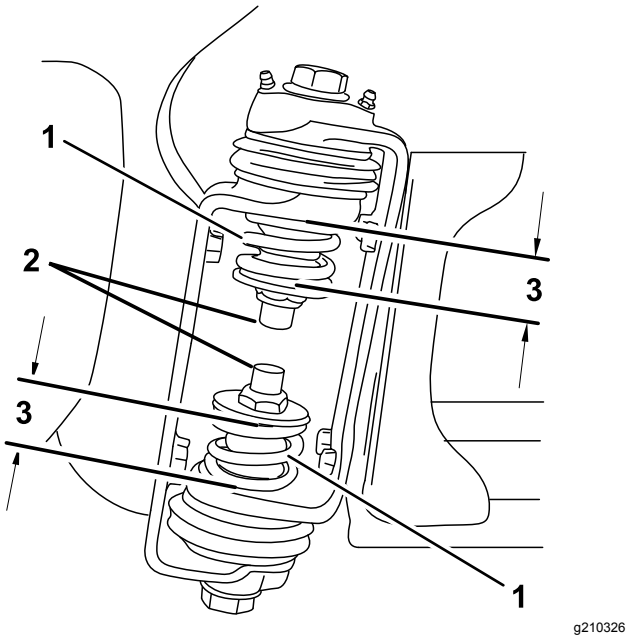

Figuur 49
3. Meet bij het spuitboomscharnier de compressie van de bovenste en de onderste veren als de spuitbomen zijn uitgeklapt (Figuur 49).